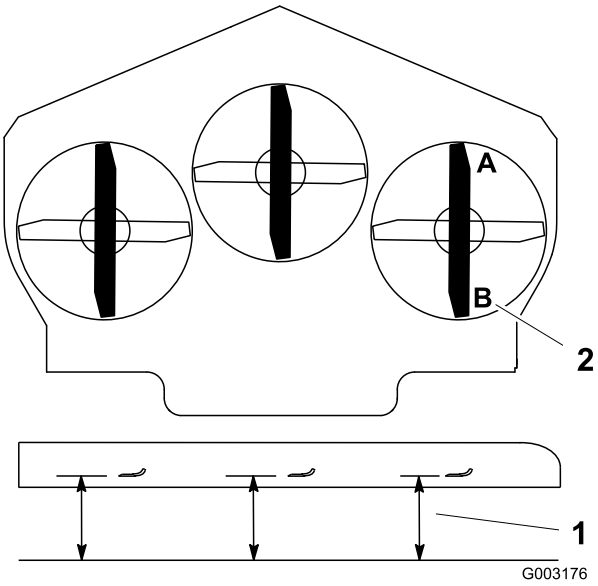

Figur 69
1. Placer højre kniv på langs (Figur 69).
2. Mål den højre kniv ved punktet **A** fra en plan overflade til knivspidsens skarpe kant (Figur 69).
4. Mål den højre kniv ved punktet **B** fra en plan overflade til knivspidsens skarpe kant (Figur 69).
6. Plæneklipperens skærekniv skal være 6 til 10 mm lavere ved punkt **A** end ved punkt **B** (Figur 69). Hvis det ikke er korrekt, skal du gøre følgende: